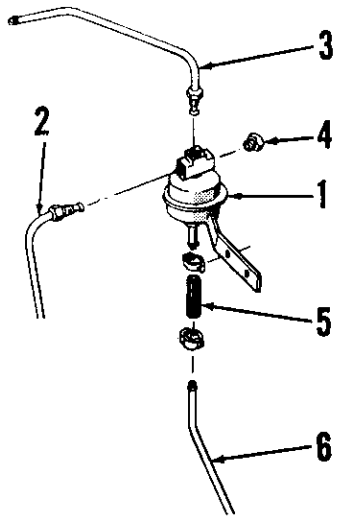
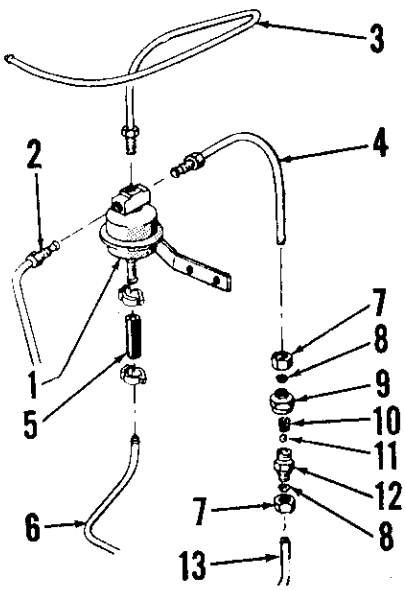

Fig. 144–View showing Thermostart reservoir and fuel line connections for models with C.A.V. fuel injection pump.
Fig. 145–View showing Thermostart reservoir and fuel line connections for models with Simms fuel injection pump.
Fig. 143–Cross-sectional view of diesel Thermostart unit (optional) that is located in intake manifold. Refer to Figs. 144 and 145 for fuel reservoir and fuel line connections.
162. Refer to Fig. 143 for cross-sectional view of the Thermostart unit which is located in the engine intake manifold. The fuel inlet (F) is connected to a small reservoir (see Figs. 144 and 145). In operation, turning the key switch to either "HEAT" or "HEAT-START" position connects Thermostart wire (W—Fig. 143) to battery heating the heater coil (HC) and ignition coil (IC). The hot coils react to pull the valve stem (VS) away from valve ball (VB) allowing ball to unseat and fuel to flow through the unit, where it is heated and ignited, and into the intake manifold.
For connecting fuel lines to Thermostart unit and reservoir, refer to Fig. 144 for models with C.A.V. fuel injection pump or to Fig. 145 for models with Simms fuel injection pump. NOTE: When diesel fuel lines have been disconnected, always make certain that fuel is present at the Thermostart fuel inlet (F—Fig. 143) before tightening the connection at that point. Any attempt to operate the Thermostart unit without fuel available may cause failure of the unit allowing fuel oil to leak into the intake manifold.